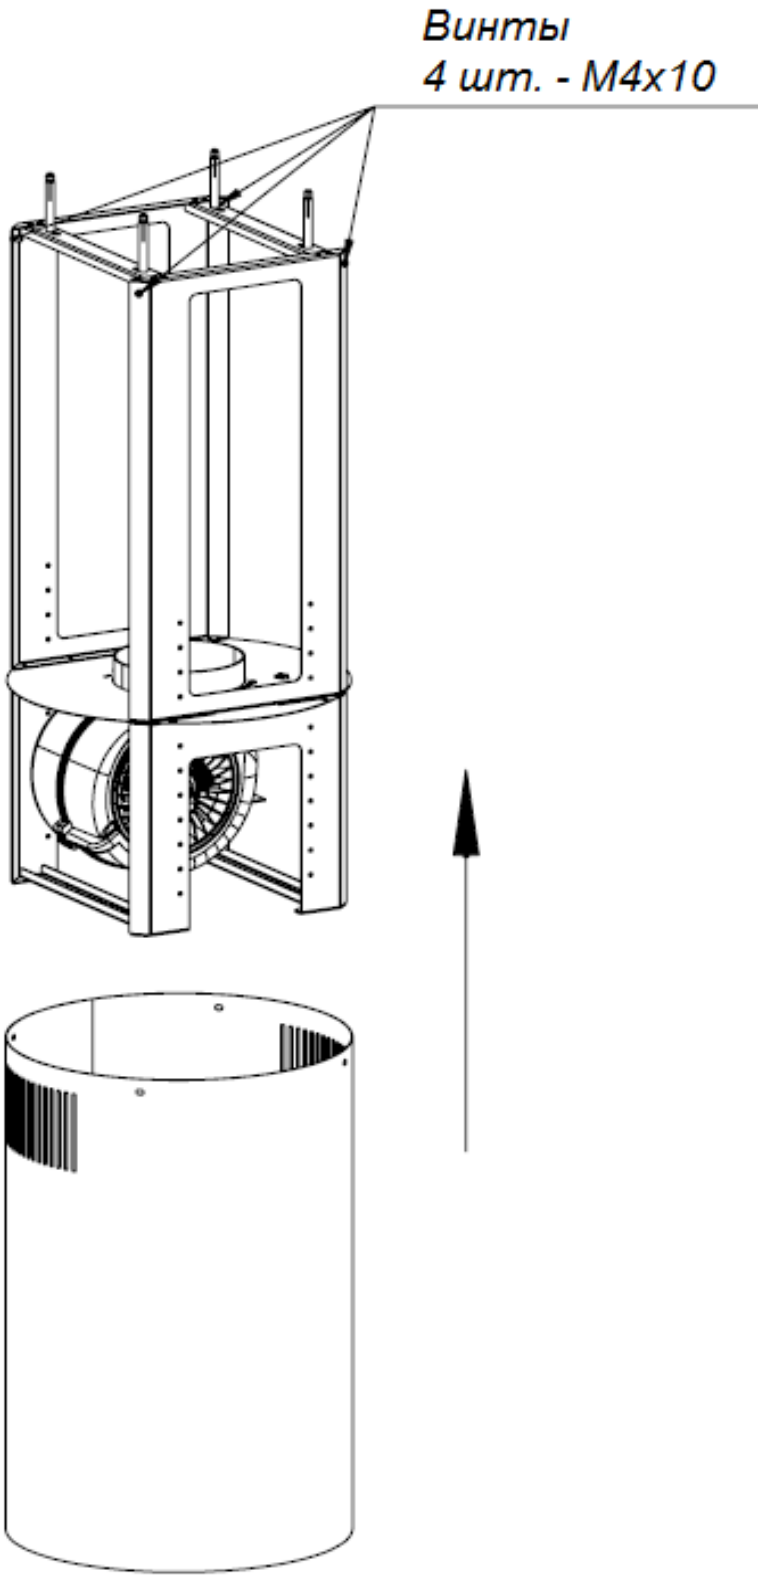

Рис. 3
2. На подготовленный, указанным способом, каркас с турбиной вставьте верхнюю трубу и прикрутите к каркасу винтами М4х10 из нержавеющей стали (4 шт.) (рис. 3).